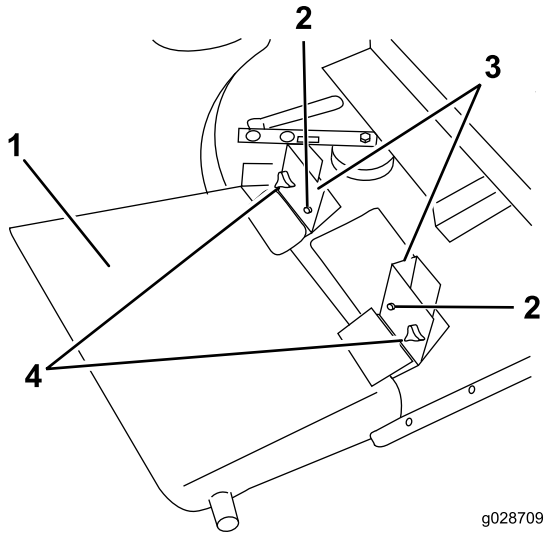

**Figure 20**
2. Glissez les supports du déflecteur d'herbe et de pivot sur les boulons d'alignement et fixez-les aux supports de montage avec les boutons et les rondelles (Figure 20).